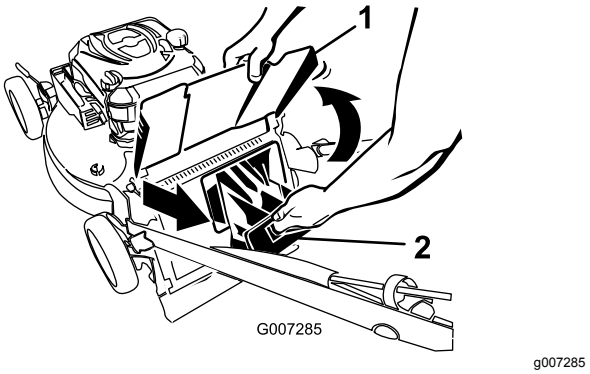

Figur 23
2. Hæv, og hold deflektoren for bagudkast oppe (Figur 23).
3. Træk bagudblæsningsdækslet af (Figur 23).
4. Monter bagudblæsningsdækslet (figur 23).